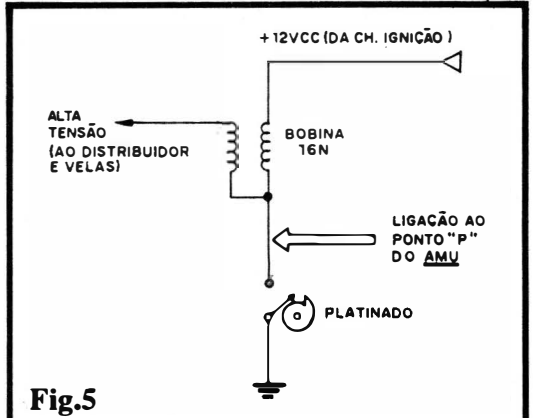

Fig.5
- **FIG. 5** - DIAGRAMA DA INSTALAÇÃO BÁSICA - Além das conexões mostradas na figura anterior, a única ligação a ser feita é a do ponto "P" da placa da AMU a platinado do carro, ou seja: à própria "saída" da bobina de ignição controlada pelo platinado, e que determina - sob giro do motor - o chaveamento do **primário** da dita bobina, que faz surgir no seu **secundário** os pulsos de elevada "voltagem" enviados às velas (via distribuidor). O diagrama esquematiza o ponto de ligação (se o Leitor/Hobbysta tiver alguma dúvida ou dificuldade em identificar "fisicamente" tal ponto, no sistema elétrico do seu carro, deve recorrer a um profissional de auto-elétrico (**de confiança**, porque tem muito "picareta", na área...). Na verdade, ninguém tem que se preocupar muito com a eventualidade de cometer um erro inicial nessa conexão, uma vez que o circuito da AMU tem "defesas" no seu bloco de entrada, contra qualquer equívoco (**menos** quanto ao fato de algum "doidinho" ligar o ponto "P" à saída de Alta Tensão da bobina, mas, nesse caso, **merece** ter seu circuito "estourado", como punição pela extrema "babaquice"...).